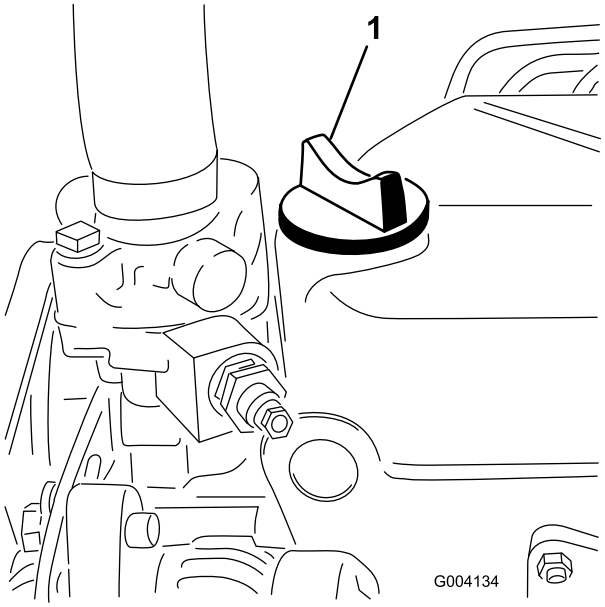

Figur 22
5. Hvis oljenivået er under Full-merket, tar du av oljelokket (Figur 22) og fyller olje til nivået når opp til FULL-merket på peilestaven. **Ikke fyll på for mye.**